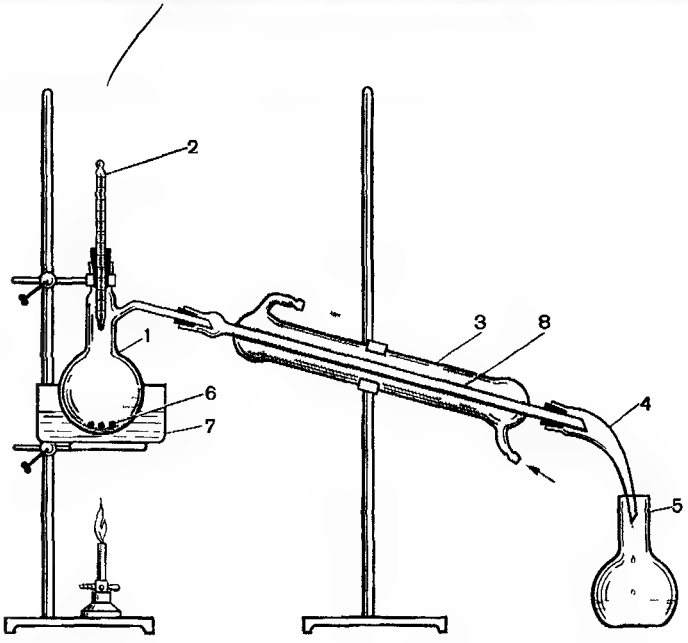

Рис. 20.10. Прибор для простой перегонки при атмосферном давлении. Объяснение в тексте.
Прибор для простой перегонки (рис. 20.10) состоит из перегонной колбы, обычно — колбы Вюрца (1), снабженной термометром (2), нисходящего холодильника (3), алонжа (4) и приемника (5). Колба заполняется перегоняемой жидкостью не более чем на $^2/_3$ объема. Во избежание перегрева и толчков жидкости во время кипения в колбу перед началом нагревания помещают «кипятильники» (6), т. е. 2—3 кусочка пористого материала размером со спичечную головку (пемза, неглазурованный фарфор, фаянс). Шарик термометра должен находиться ниже отвода перегонной колбы на 5 мм. Нагрев колбы осуществляют на бане (7), заполненной подходящим теплоносителем.